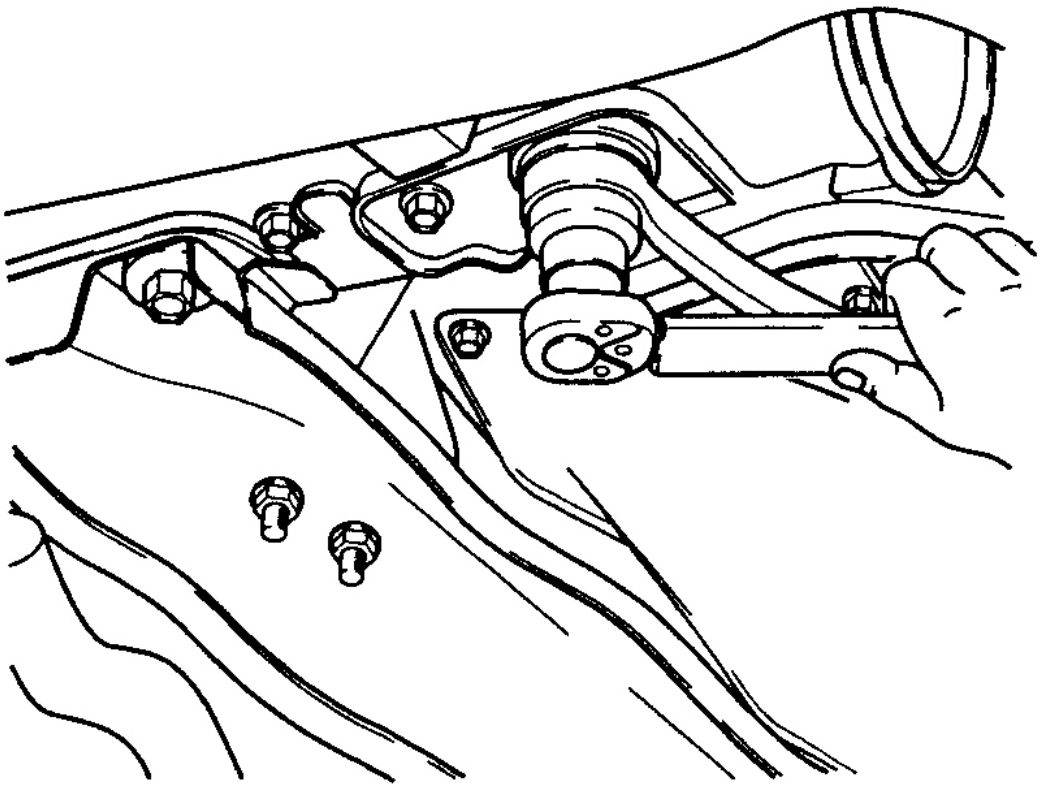

Fig. 5: Extracción e instalación de la tensión de Rod tuercas de montaje
5. Retire las tuercas de montaje varilla de tensión. Ver **Fig. 5** .